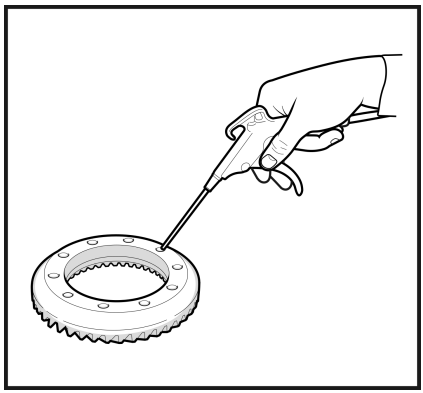

Рис. 10
**2.4** Продуйте сжатым воздухом посадочную поверхность, а также резьбовые отверстия ведомой шестерни. (**Рис. 10**)